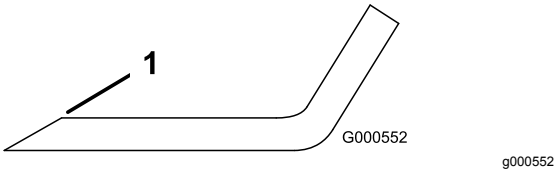

Figur 61
1. Anvend en fil til at slibe begge ender af skærekniven (Figur 61).
Bemærk: Hvis kniven ikke er afbalanceret, skal der slibes lidt mere metal af sejlområdet (Figur 61).